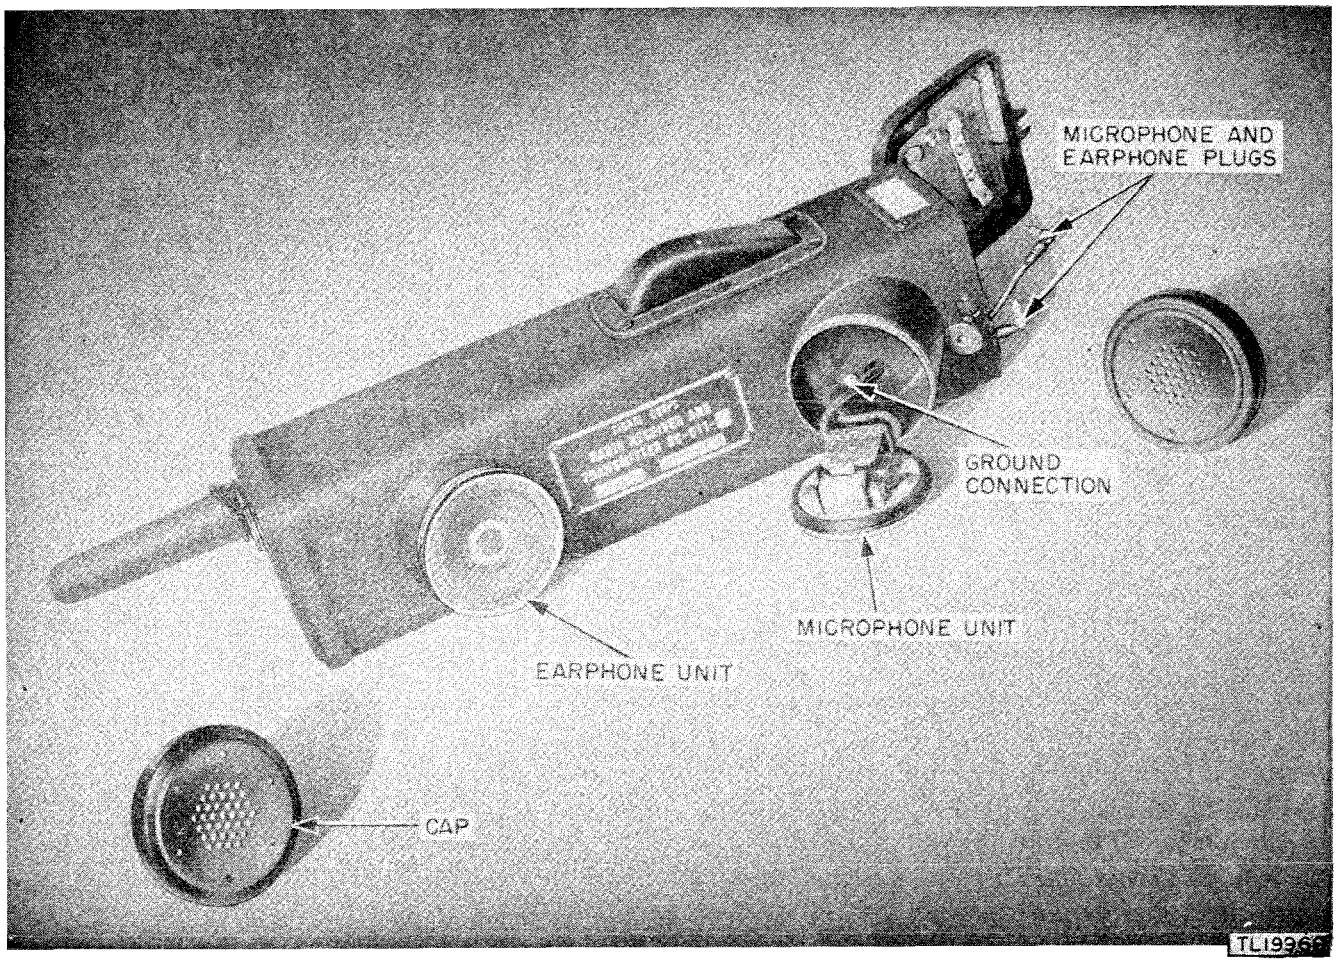

Figure 23. Radio Set SCR–536–(*), microphone and earphone caps removed.
a. INSPECT. (1) Check the case for dirt, scratches, dents, or other damage.
(2) Look for breaks or weaknesses in the flexible cover over the press-to-talk switch, and damage to the microphone and earphone caps. Remove microphone and earphone caps to permit closer inspection of the units. (See fig. 23.) See that the thin cones under the microphone and earphone caps are free from dust and undamaged.
(3) Check the press-to-talk switch for signs of looseness.